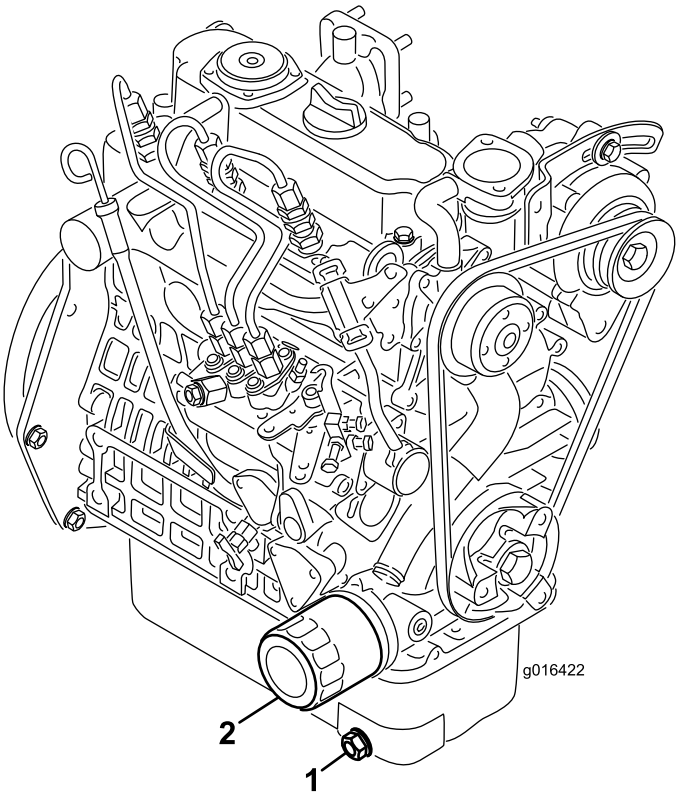

Figur 38
1. Fjern aftapningsproppen (Figur 38), og lad olien flyde over i aftapningsbeholderen. Monter aftapningsproppen igen, når olien holder op med at løbe.